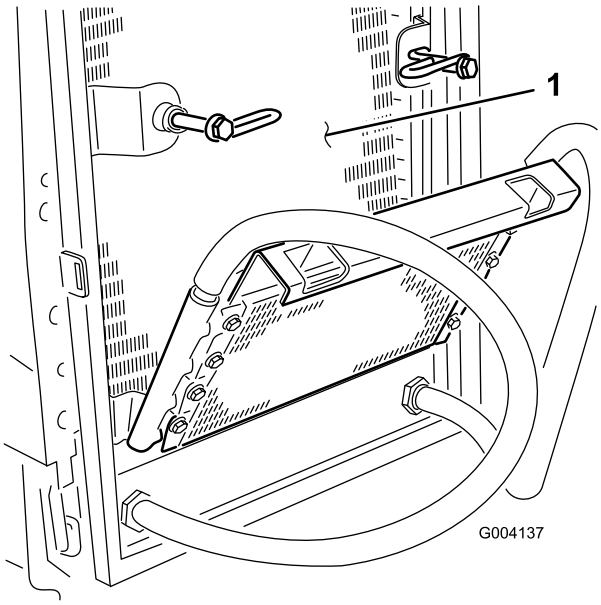

Figur 74
6. Rengör noga på båda sidor om oljekylaren och kylaren (Figur 74) med tryckluft.